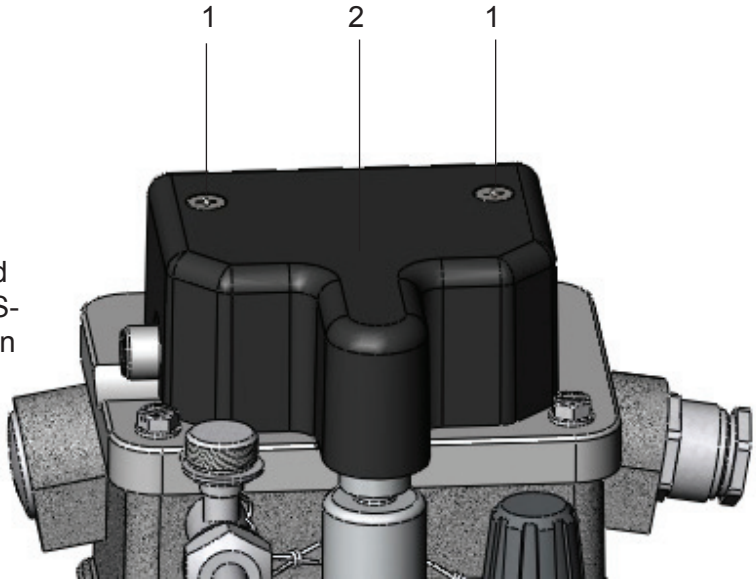

Bild 4 - Deckel mit Abdeckung
- 2 Schrauben M5 (Bild 4/1) lösen
- Abdeckung (Bild 4/2) abnehmen